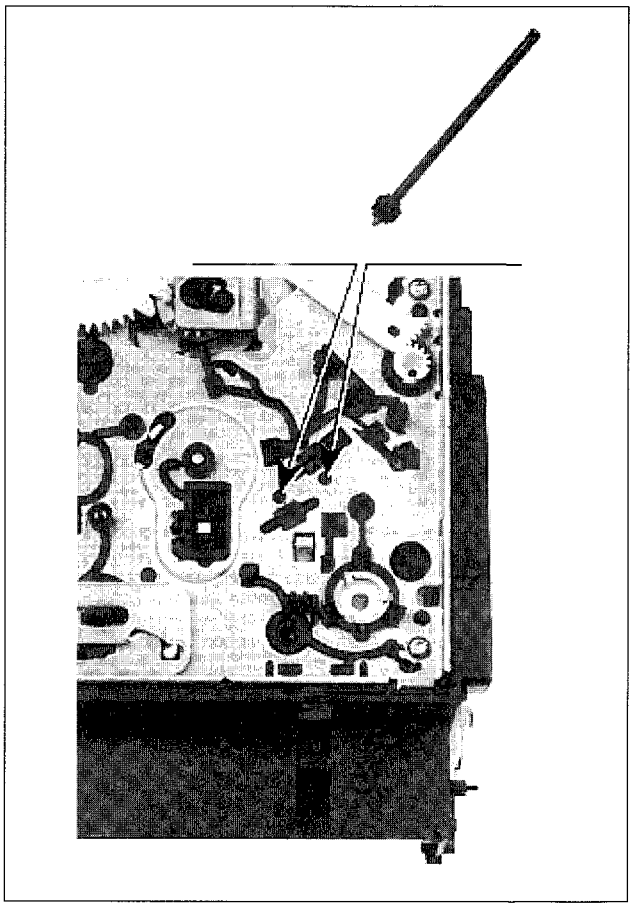

Abb. M10
(Siehe Abb. M10/M11)
• Mit dem Einstellwerkzeug (von der Unterseite des Laufwerks) die Feder (Pos.11) auf einen Bandzug von 0.24N ± 0.02N (24g ± 2g) einstellen. (siehe Abb. M10/11).